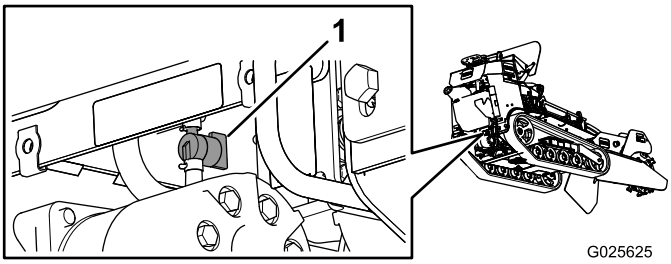

Figuur 39
5. Draai de brandstofafsluitklep (Figuur 39) dicht.